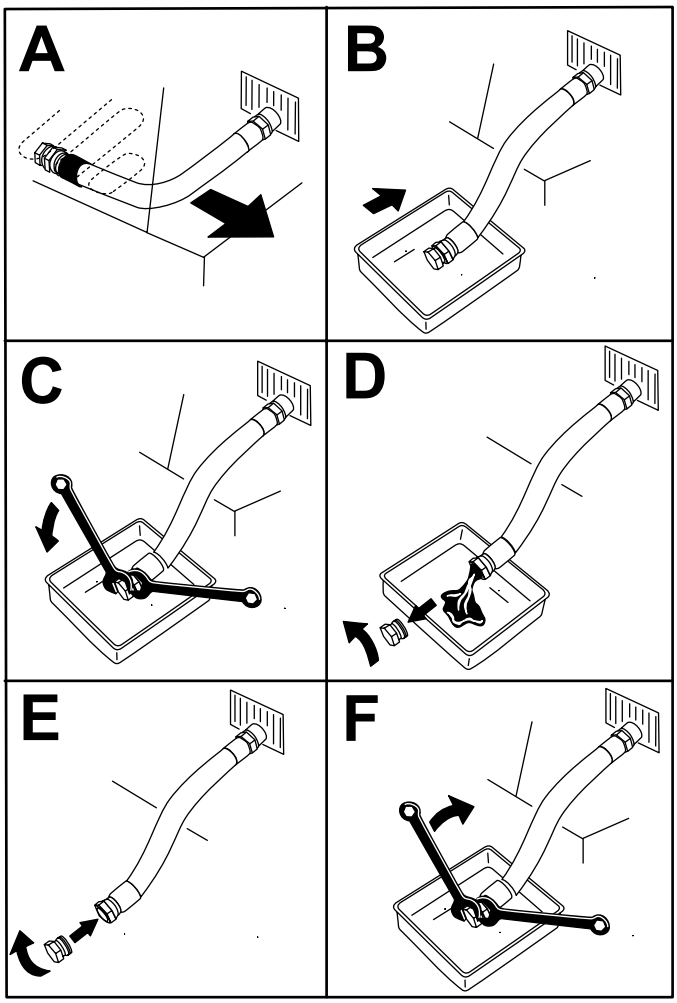

Rysunek 47
3. Spuść olej z silnika (Rysunek 47).